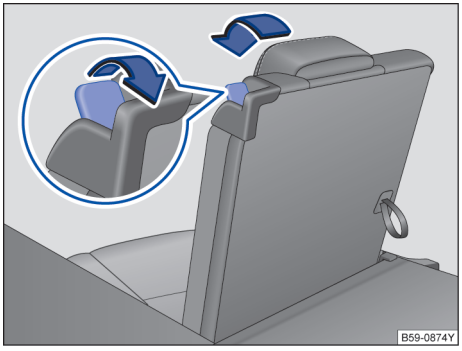

图 80 第三排座椅：将后座椅翻折为载货位置
– 将解锁拨杆→ 图 80 向后拉到底，即可解锁后座椅靠背。
- 如果能看到解锁拨杆→ 图 80 上的红色标记表明后座椅靠背未正确卡止。务必检查，当后座椅靠背处于垂直位置时，是否绝对看不到此红色标记。